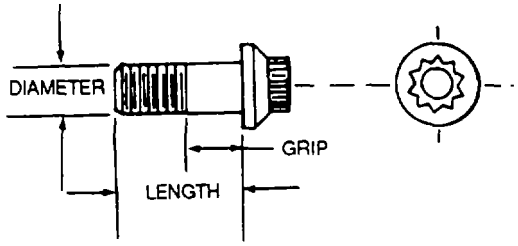

Figure 2-6. External Wrenching Bolt
i. *External Wrenching Bolts*. External wrenching bolts (12 point), as shown in figure 2-6, are high-strength bolts used primarily in tension applications. They are furnished with either drilled or undrilled heads. The radius under the head of this bolt requires a high tensile countersunk washer (MS20002) to be used in conjunction with this bolt. Do not substitute a common aircraft bolt for a high tensile bolt.